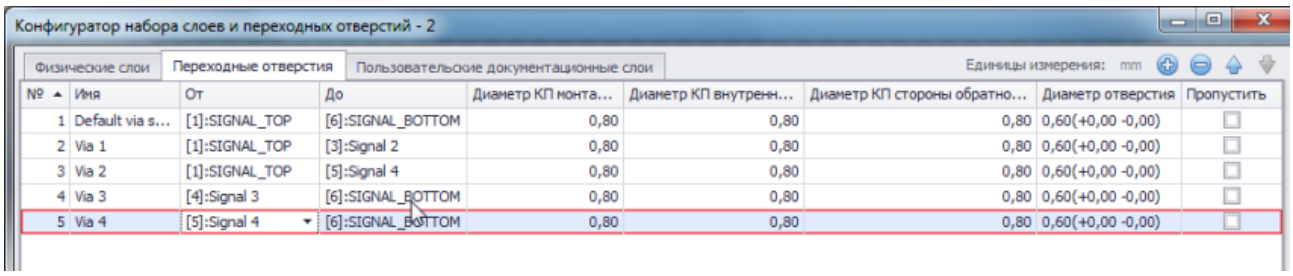

Рис. 673. Таблица редактирования свойств переходных отверстий
4. Настройка всех свойств для заданных типов переходных отверстий производится с помощью таблицы свойств, которая расположена в верхней части закладки «Переходные отверстия», Рис. 673. В строках таблицы отображаются типы переходных отверстий, в колонках таблицы задаются параметры переходных отверстий. В ячейках задаются значения параметров для созданных типов переходных отверстий.